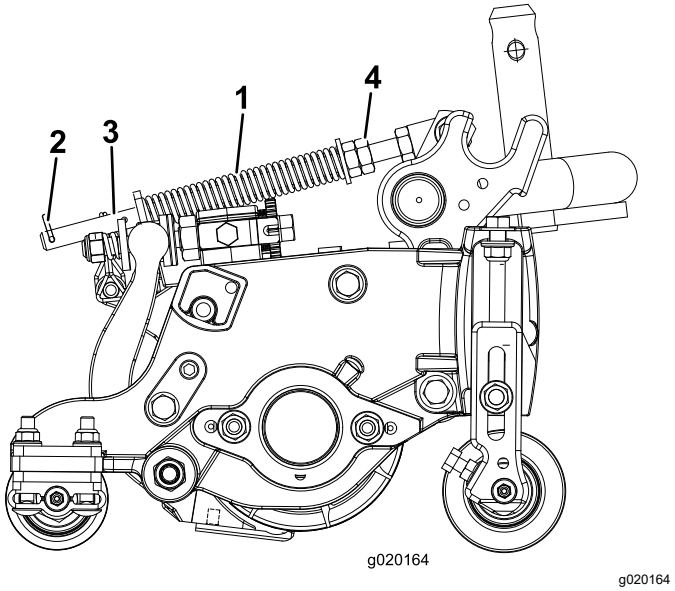

**Figur 14**
Græskompensationsfjederen (Figur 14) overfører også vægt fra forrullen til bagrullen. Dette medvirker til at reducere dannelsen af et bølgemønster i plænen, også kaldet ondulation.
1. Sørg for, at låseclipsen er monteret i det bageste hul i fjederstangen (Figur 14).
2. Stram sekskantmøtrikkerne på forenden af fjederstangen, indtil fjederens sammentrykkede længde (Figur 14) er 12,7 cm på 12,7 cm-klippeenheder og 15,8 cm på 17,8 cm-klippeenheder.